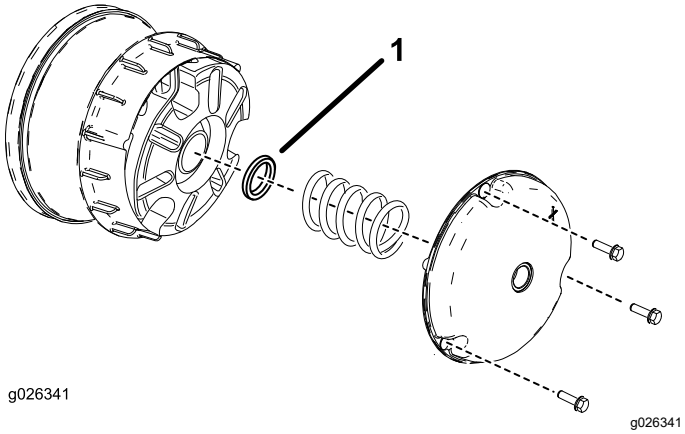

Figur 64
2. Ta bort skruvarna som fäster den primära kopplingskåpan enligt Figur 64.